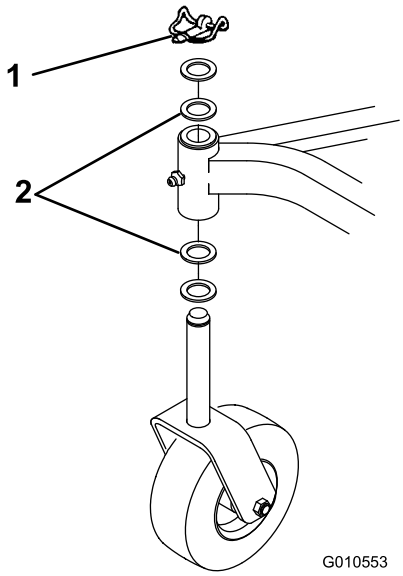

Figura 26
A. Gli elementi di taglio generalmente azionati a un'altezza di taglio tra 25 e 51 mm dovranno avere il lato inferiore dell'elemento di taglio sollevato. Rimuovete l'acciarino che fissa la ruota orientabile sull'estremità inferiore (Figura 26) e il gruppo ruota orientabile.
e rimuovete il gruppo ruota orientabile (Figura 26).